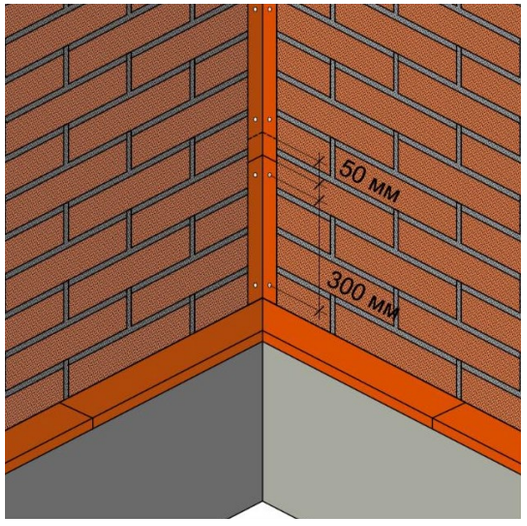

Рис. 23. Устройство внутренних углов при помощи металлических уголков с посыпкой.
8.3.2. Внутренние металлические уголки с посыпкой монтируются и крепятся аналогично внешним (рисунок 23).